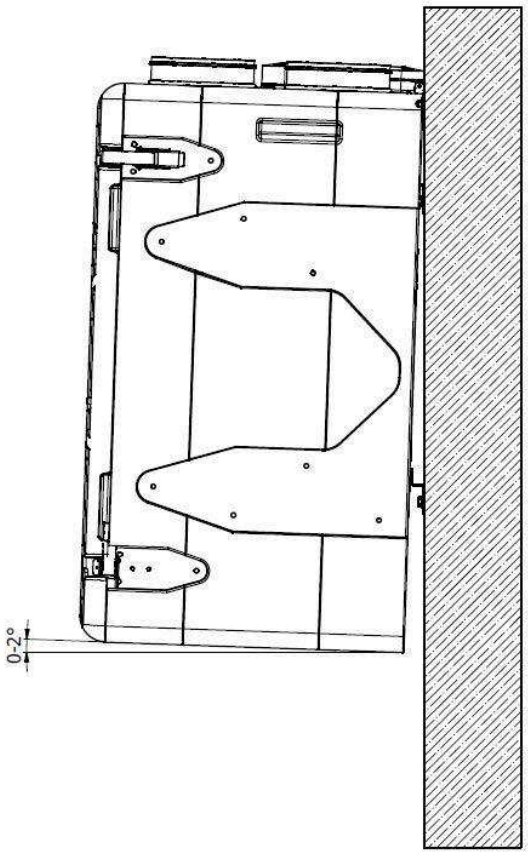

Rys. 15 - Maks. odchyłka od poziomu
- Wypoziomuj centralę zgodnie z Rys. 15.